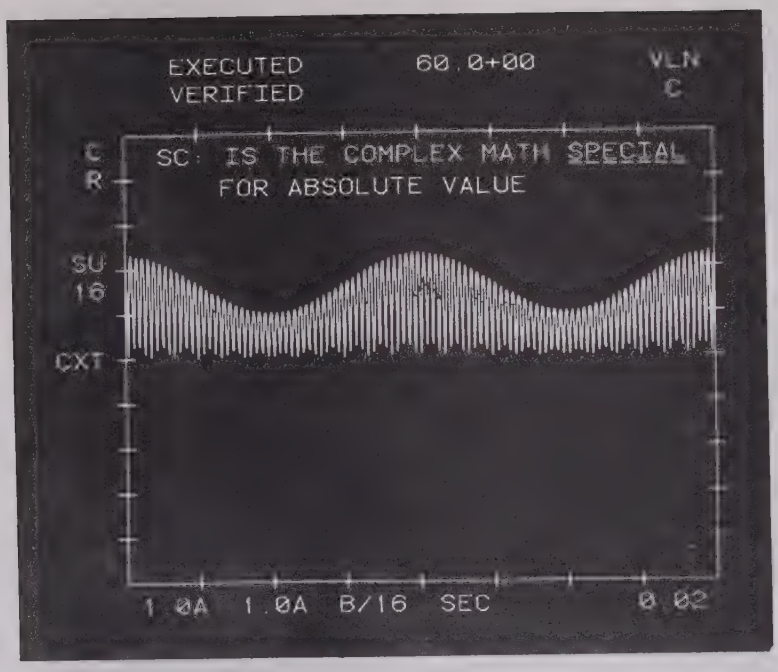

FIGURE D-4
15. SHIFT 2, EXC : Rectified Time. (Refer to Figure D-4.)